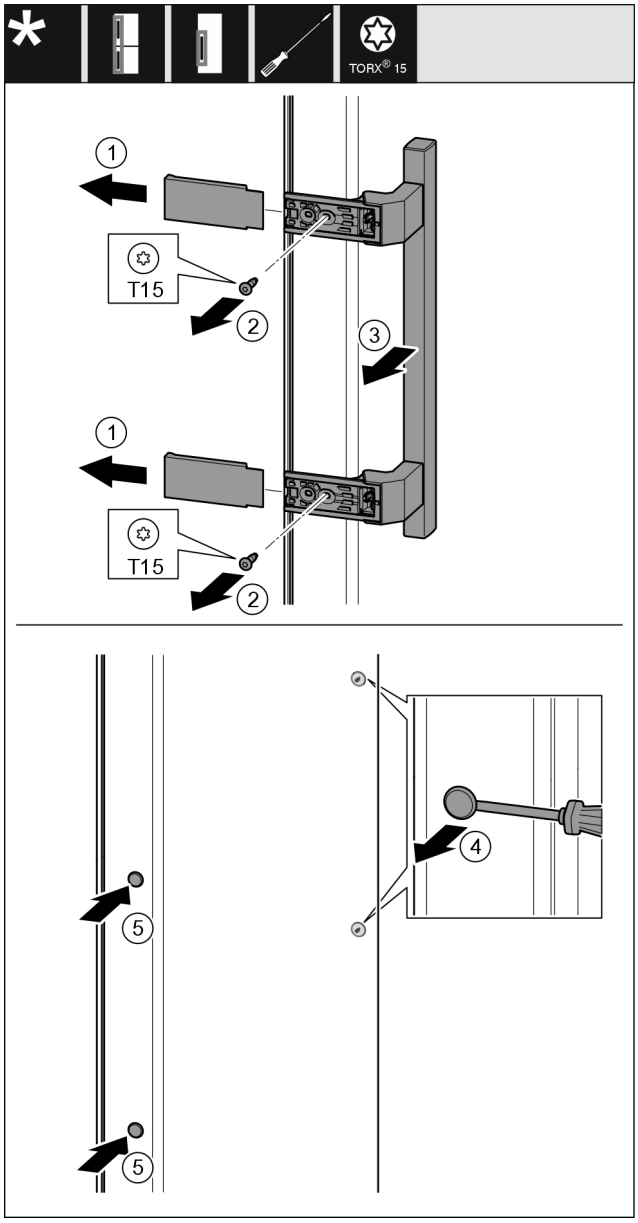

Fig. 19
- ▶ Remove the cover *Fig. 19 (1)*.
- ▶ Unscrew screws *Fig. 19 (2)* with screwdriver.
- ▶ Remove the handle *Fig. 19 (3)*.
- ▶ Use a slotted screwdriver to lift the side plug *Fig. 19 (4)* carefully and pull it out.
- ▶ Re-insert the plug *Fig. 19 (5)* on the other side.